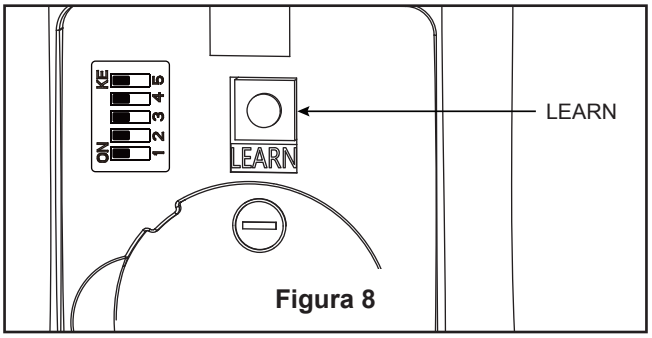

Figura 8
10. Configuración del mando a distancia y proceso de configuración de la velocidad (RPM): (Figura 8)